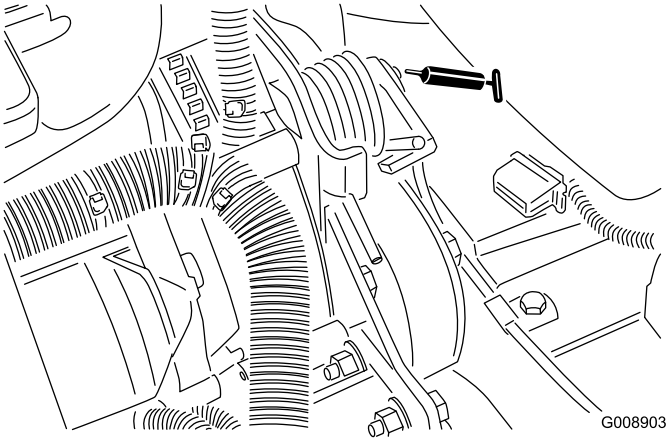

Figur 40
- Remspændingsdrejetap (Figur 40)